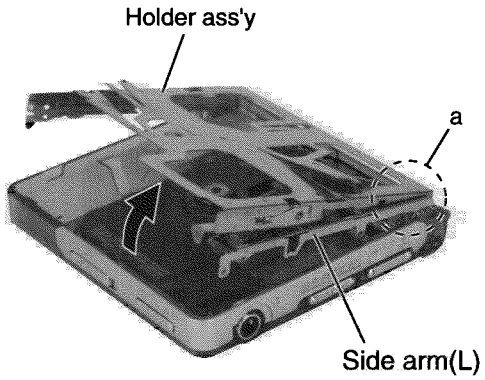

Fig.3
■Removing the holder ass'y (See Fig.3 and 4)
1. Turn the holder ass'y as shown in Fig.3.